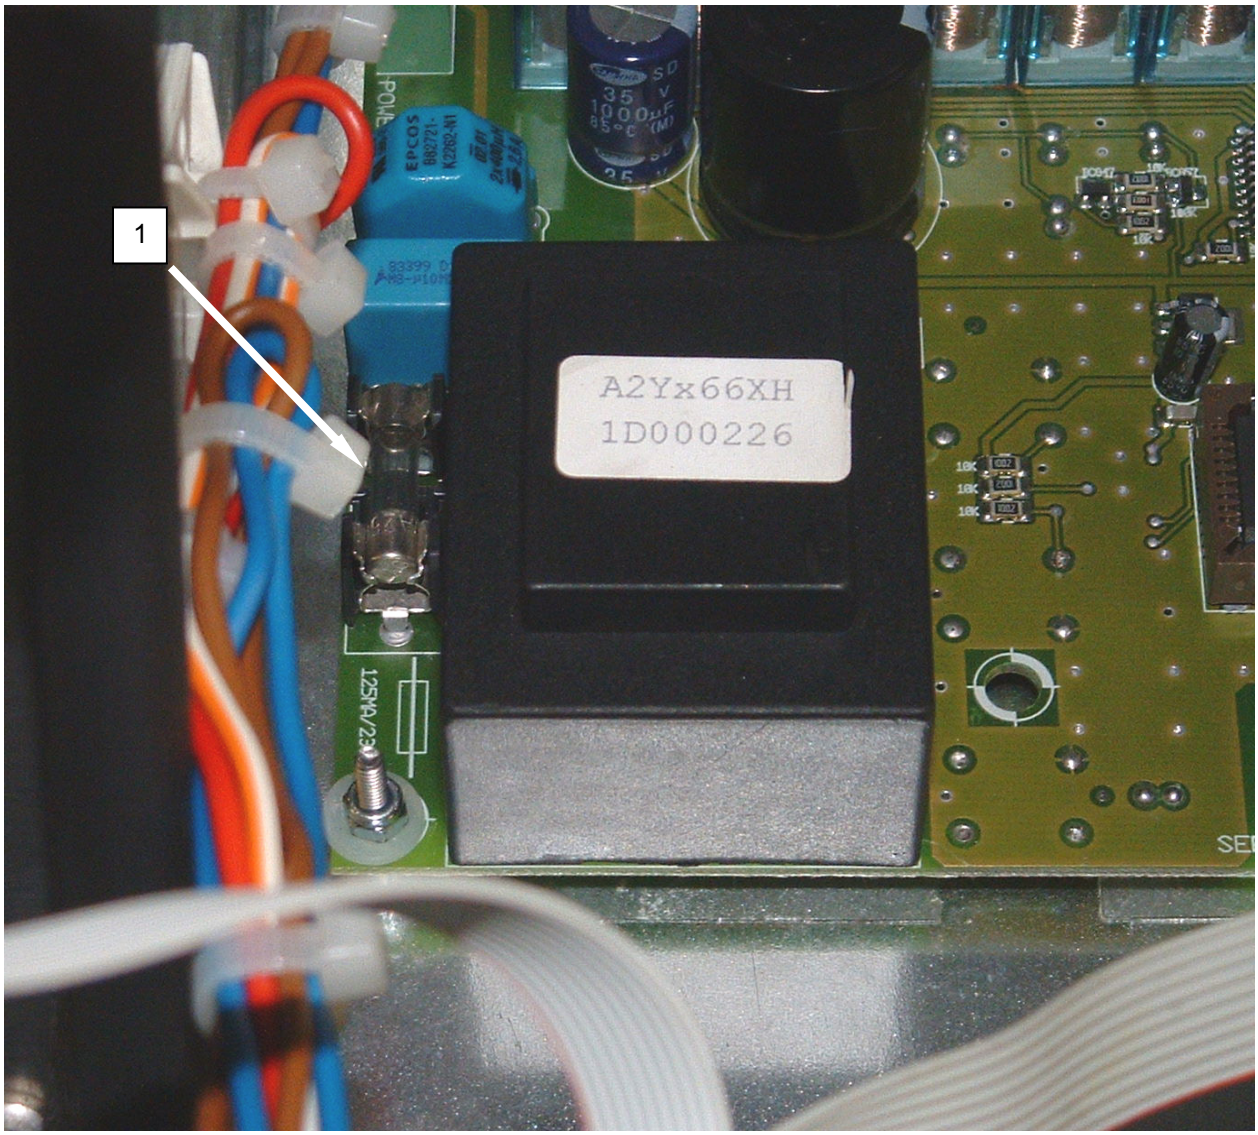

Figure 1. Test the Microprocessor Board Fuse.
3. Remove the fuse **(Figure 1, Item 1)**.
5. Install the fuse **(Figure 1, Item 1)**.